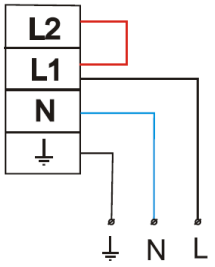

Рис.1
3.2 Сетевой кабель (сечение провода - от 1,5 мм2 до 2,5 мм2) пропускается через сальник и присоединяется к клеммной колодке: L1- некоммутируемая фаза; N- нейтраль. Провод заземления должен быть присоединен к соответствующей клемме колодки (см. рис. 1).